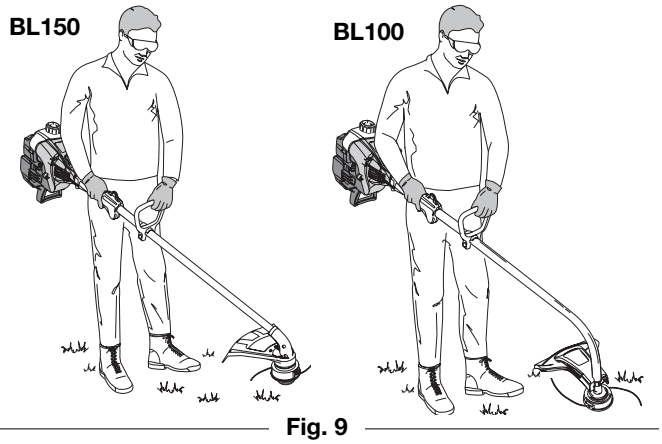

Fig. 9
4. Tenez l'appareil en position d'utilisation (Fig. 9), puis positionnez la poignée en D de manière à assurer une prise idéale.
Avant de faire marcher l'appareil, tenez-vous en position de fonctionnement (Fig. 9). Vérifiez les points suivants: